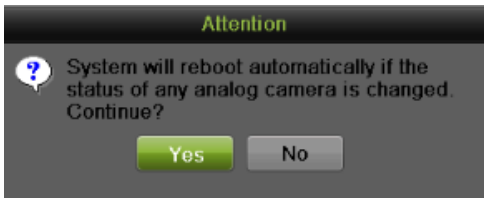

Figure 117 Enable/Disable Analog Camera Attention Message
4. Select the Apply button to save the camera settings. There will pop up an Attention message box, as shown in Figure 117.